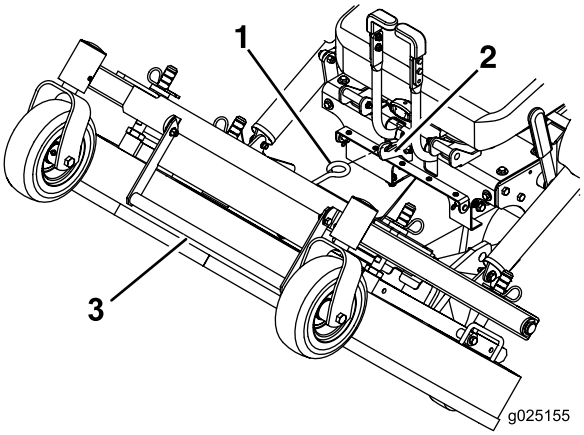

Figuur 22
6. Til het maaidek omhoog met de handgreep en laat dit in de vergrendeling vallen (de vergrendeling bevindt zich middenvoor bij de stoel) (Figuur 22).
1. Hou de maaidekhandgreep goed vast, maak de maaidekvergrendeling los van de machine en laat het maaidek langzaam tot op de grond zakken (Figuur 22).